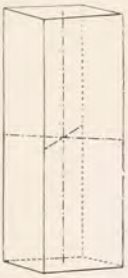

Fig. 27. ∞P
1. Das Prisma 1. Art (Protoprisma) Fig. 27, ∞P.
Protoprisma ∞P. Fig. 27.